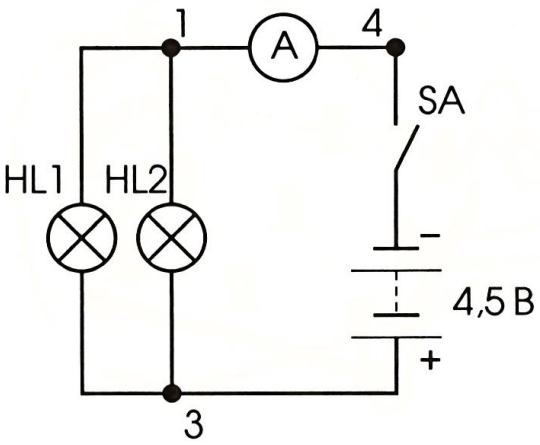
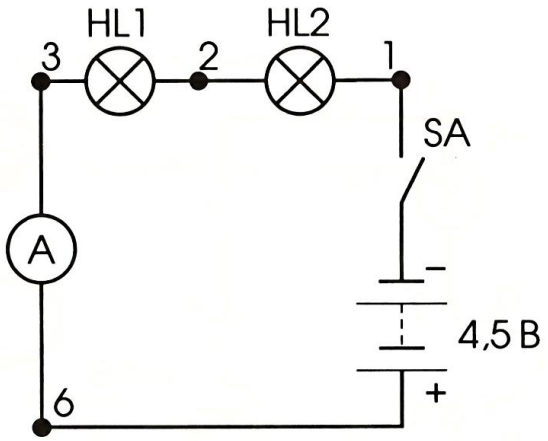

Рис. 6
Рис. 7
3. Измерьте силу тока, текущего по двум параллельно (рядом) соединенным лампам (рис. 6) и по двум последовательно (друг за другом) соединенным лампам (рис. 7).